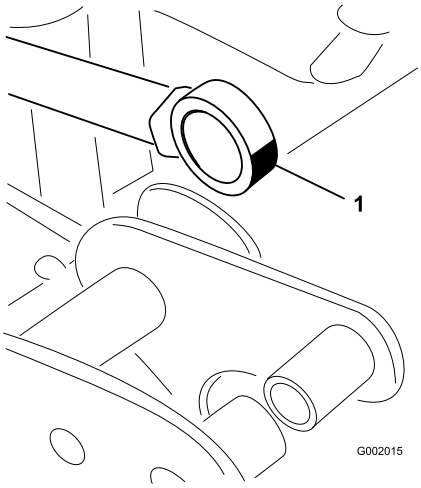

Figura 75
5. Gire la rótula y aplique grasa al cojinete (Figura 75).